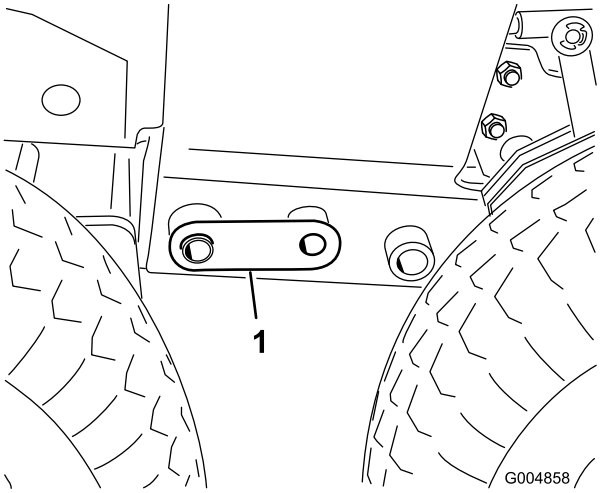

Figur 110
33. Juster donkraften til at rette ind med hullerne på 2,5 cm i stellet, og monter en koblingsstift på hver side (Figur 110).